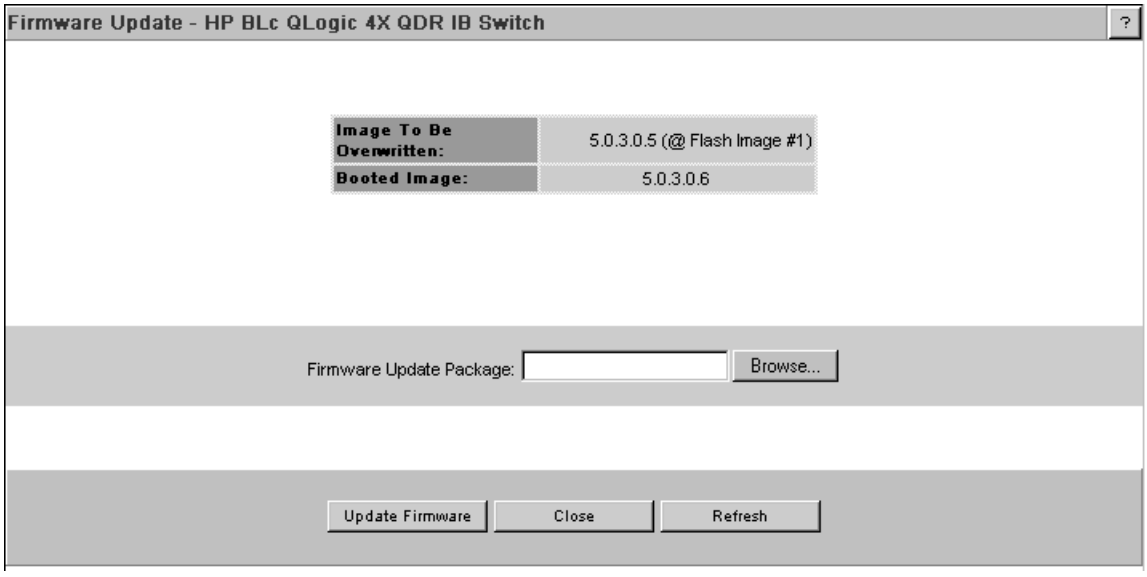

Figure 20 Firmware Update Screen
1. Click **Firmware Update** under the **Maintenance** menu. The Firmware Update screen is displayed (Figure 20).